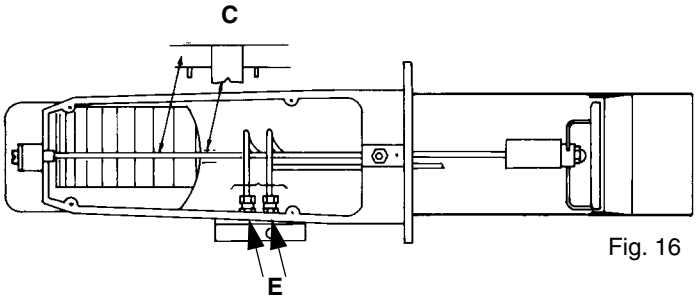

Fig. 16
3 unscrew the connectors from the 2 oil pipes - Fig. 16 (use 2 spanners to avoid loosening the connections to the distribution block);
- Wrong position of the ignition electrodes (see Fig. 16)